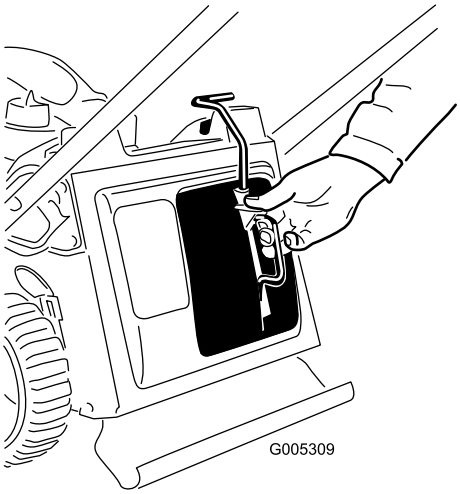
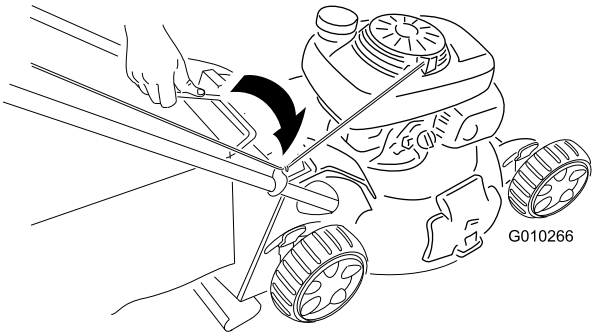

**Figur 21**
**Figur 22**
1. Monter kværndækslet (Figur 21) eller græsposen (Figur 22) på maskinen.